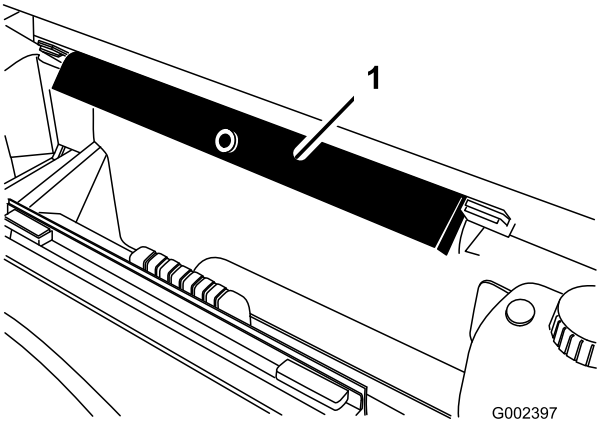

**Figur 28**
2. Fjern ladstøtten fra opbevaringsbeslagene bag på styrtbøjlepanelet (Figur 28).